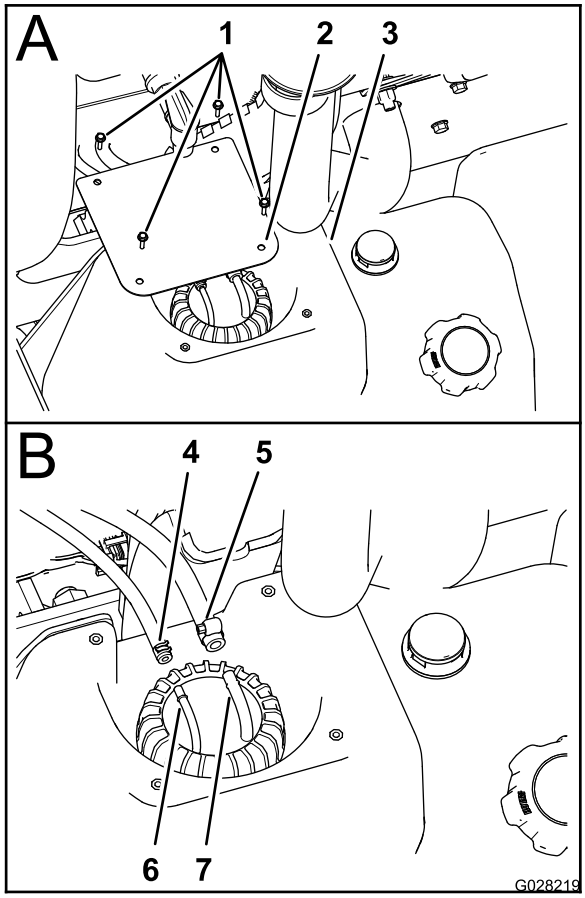

Figuur 76
2. Verwijder de 4 schroeven (nr. 10 x ¾") waarmee de kap bovenaan de brandstoftank is bevestigd, en verwijder de kap (Figuur 76).
3. Zet de klemmen los waarmee de 2 brandstofslangen aan de 2 slangfittings zijn bevestigd bovenaan de standpijp (Figuur 76).
4. Koppel de 2 slangen los van de slangfittings en laat eventuele brandstof in de slangen in een goedgekeurd brandstofvat lopen (Figuur 76).
4. Monteer de brandstofslang van 6,4 mm op de slangfitting van 6,4 mm en bevestig de slang met de slangklem op de fitting (Figuur 76).
5. Monteer de brandstofslang van 8 mm op de slangfitting van 8 mm en bevestig de slang met de slangklem op de fitting (Figuur 76).